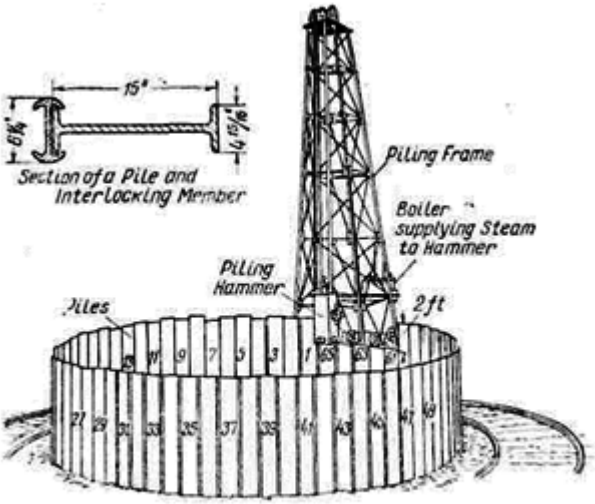

Fig. 12
1) Piling (Fig. 12). This method is suitable for sinking through loose surface deposits of sand, mud, alluvium or moss of moderate thickness, about 70 ft. In modern practice interlocking steel piles are used. These are set up to form a ring on the surface and then they are driven in rotation a few feet at a time by means of a pneumatic hammer which is mounted on a crane travelling round outside the periphery. The longest length of pile used is 35 ft. but two or even three lengths may be riveted or welded together 'so that the rockhead may be reached by driving them from the surface. The whole principle is to keep the piles sufficiently in front of the excavation to prevent any inrushes of water or loose ground. The interlocking piles are practically watertight. When excavation is being done the piles may be strengthened by putting in internal rings on the way down.